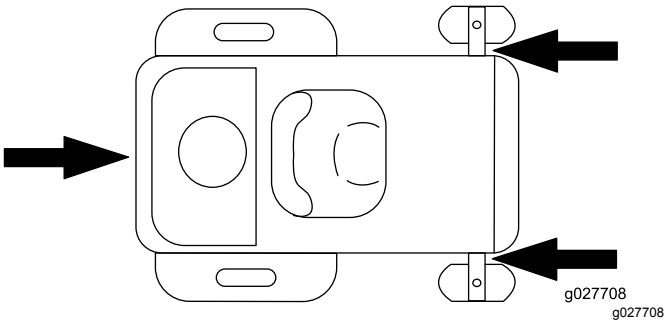

Figur 40
6. Fest maskinen nær de fremre styrehjulene og den bakre støtfangeren med stropper, kjettinger, kabler eller tau (Figur 40). Se lokale bestemmelser for krav om festing.